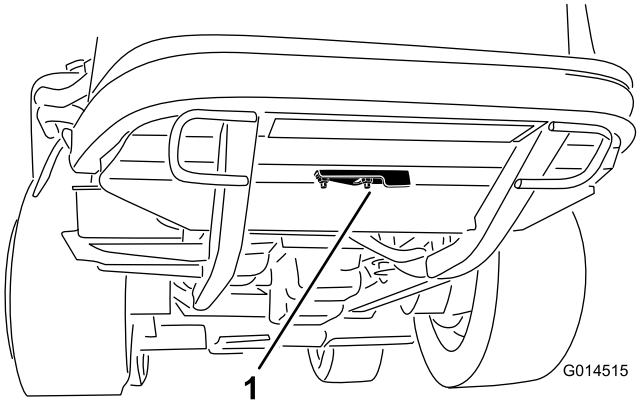

Figur 54
2. Lossa på den flänsmutter som håller rensningskåpan på plats på den bakre ramens undersida (Figur 54). Vrid kåpan åt sidan för att blotta rensningshålet i ramen.